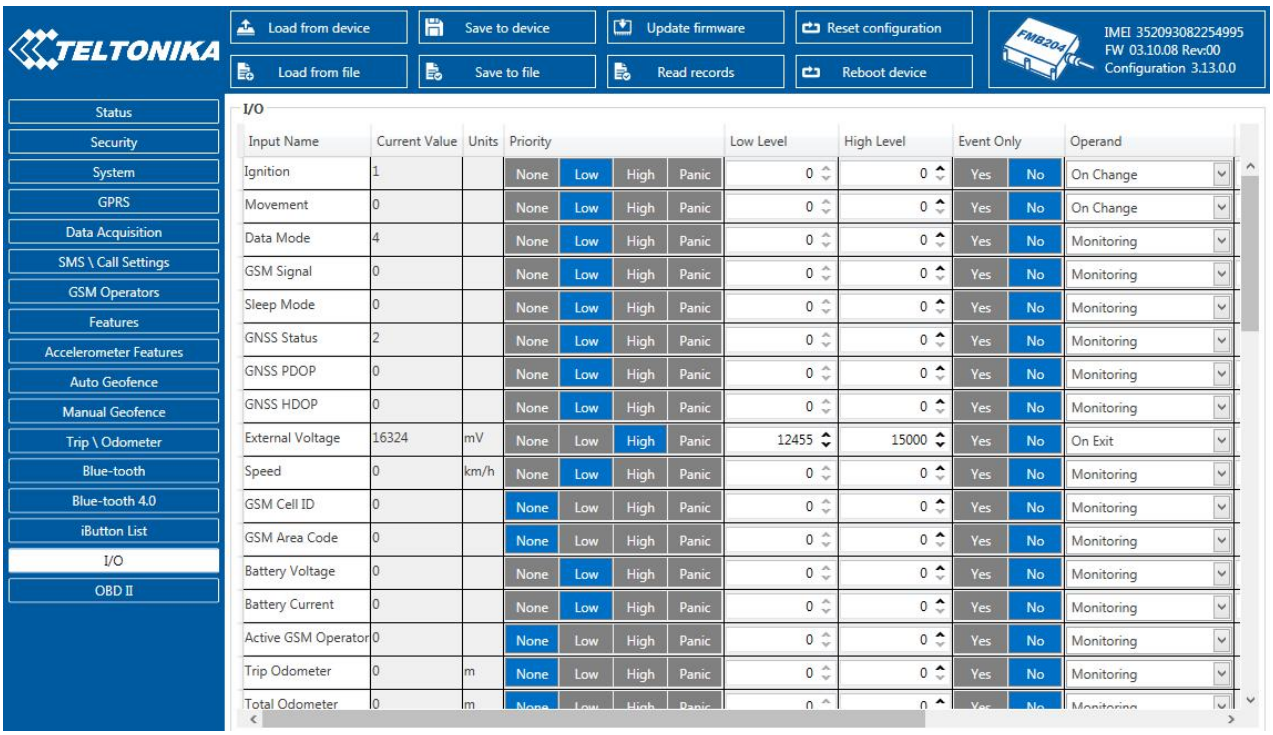

Figure 39 I/O blue-tooth 4.0 sensor settings.
- Go to “**I/O**” in left menu and select priority and others parameters visible at **Figure 39**.